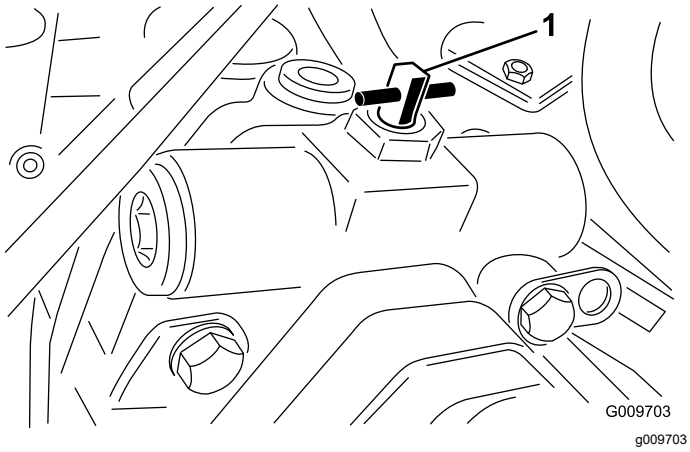

Figuur 44
3. Draai de omloopklep 90° (een kwartslag), naar links of naar rechts, om deze te openen en de vloeistof intern te laten stromen (Figuur 44).
2. Draai de omloopklep 90° (een kwartslag), naar links of naar rechts, om deze te openen en de vloeistof intern te laten stromen (Figuur 44).